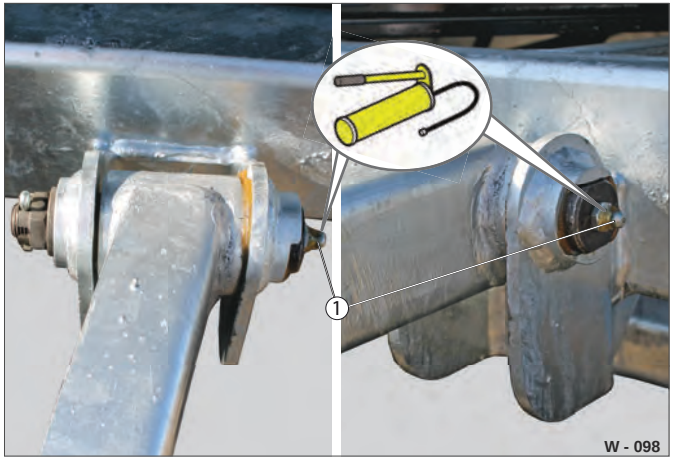

Fig. 56 Trækgaffel smørested
▶ Smør fastgørelsesbolten til trækgaflen med en fedtpresse på smøreniplen (Fig. 56 /1).